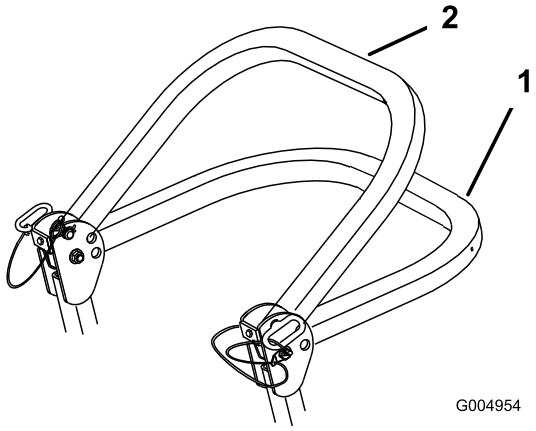

Figuur 7
2. Klap de rolbeugel omlaag. De rolbeugel kan in twee posities omlaag worden geklapt. Zie Figuur 7 voor deze posities.